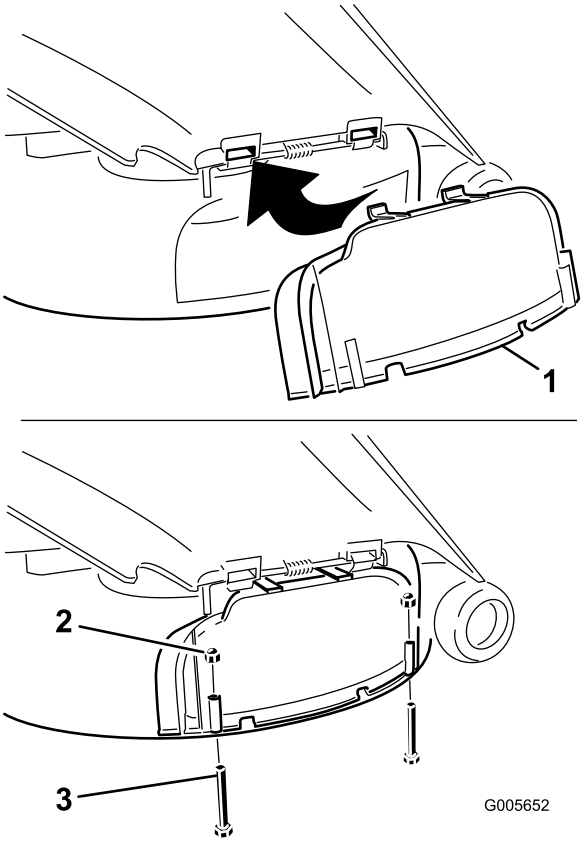

Figuur 30
3. Til de grasgeleider op en schuif de lippen boven op de afvoerafsluiter onder de bevestigingsstang van de grasgeleider door. Draai de afvoerafsluiter naar beneden op de opening en op de onderste lip van het maaidek (Figuur 30).
4. Zet de uitworpafsluiter vast aan de onderste lip van het maaidek met twee bouten (1/4 x 2-1/2 inch) en twee dopmoeren (1/4 inch) zoals wordt getoond in Figuur 30.